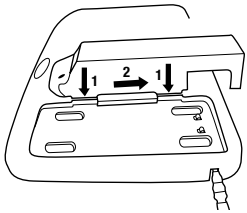

Fig. 1b
- Bandeja de carga de batería de 4 estaciones TR-944N de 3M™: Inserte el Soporte de Carga de Batería TR-340 de 3M™ en uno de los puertos de carga en el TR-944N y deslícelo hacia atrás hasta bloquearlo en su lugar (Fig. 1b). (**NOTA:** El cable de alimentación TR-941N no se usa con la TR-340, cuando se usa el cargador de 4 estaciones). Inserte el cable de alimentación de CC suministrado con el kit en la base de 4 estaciones. Enchufe